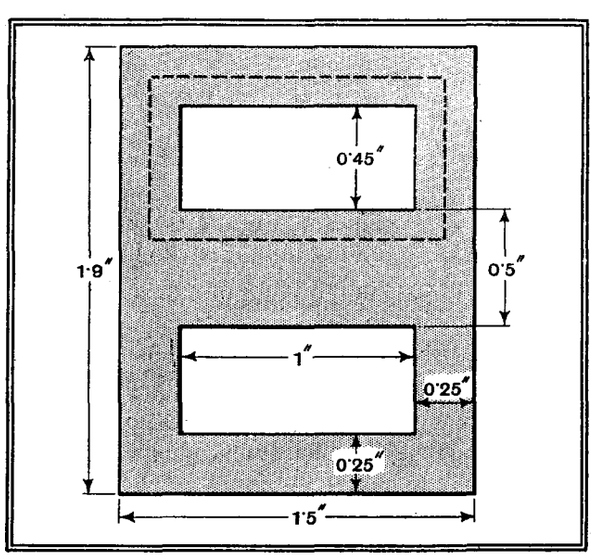

Fig. 2.—Dimensions of Stalloy stampings referred to in the text where an example of the method of using the chart is given.
1.—Stalloy stampings of the dimensions shown in Fig. 2 are available, together with a reel of No. 30 S.W.G. enamelled copper wire. If the stampings are assembled to a thickness of 2.5in. what is the inductance of the choke when fully wound?
Length of mean magnetic path (dotted in Fig. 2) = 3.9 in.